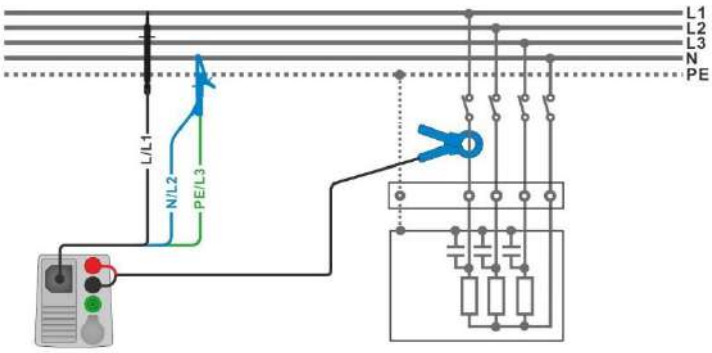

Figure 7.103: Harmonics measurement
- Connect 3-wire test lead and current clamp to the item to be tested, see ***Figure 7.103***.